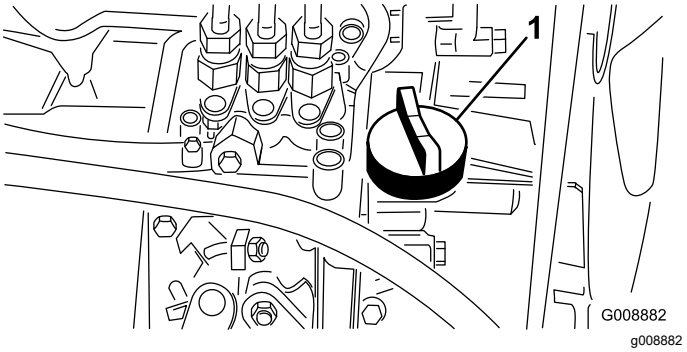

Figur 49
4. Hvis oljenivået er lavt, må du ta av oljelokket (Figur 49) og gradvis helle på små mengder olje, samtidig som du sjekker nivået, til det når opp til Full-merket på peilestaven.